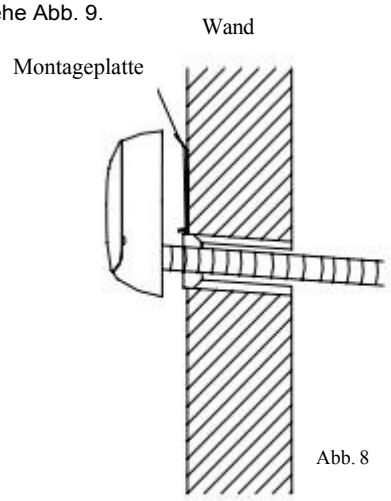

Abb. 8
- Befestigen Sie das Innengerät an den beiden Haken im oberen Teil der Montageplatte. (Siehe Abb. 8)